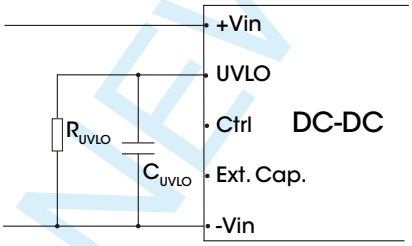

Figure 14. Recommended circuit for undervoltage-lockout adjustment
3. The UVLO pin can adjust the point of input under-voltage protection by the external resistance R_{UVLO},for the value of R_{UVLO}, please refer to Fig. 14. If the pin is open circuit, the point of input under-voltage protection is 11 V.
3. The resistance R_{UVLO} sets the undervoltage protection point, for the value of R_{UVLO}, please refer to Fig. 14.